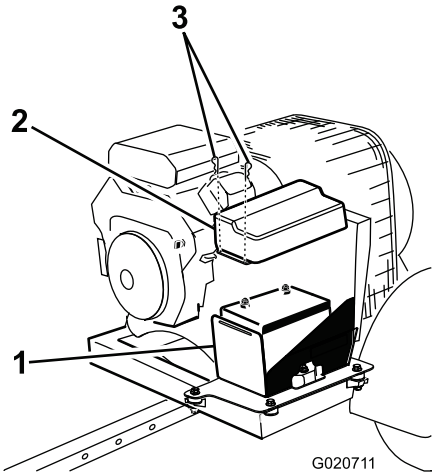

Figur 38
1. Fjern clipsen, der fastgør batteridækslet til batterikassen, og fjern dækslet fra kassen Figur 38.